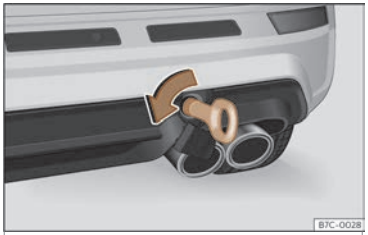

Fig. 44 No lado dereito do parachoques traseiro:argola de remolque roscada.
- Enrosque a argola de remolque na cavidade, xirándoa ao máximo **no sentido contrario ao das agullas do reloxo**››› **fig. 44** ››› ❗. Use un obxecto adecuado co que poida enroscar totalmente e con firmeza a argola de remolque na súa cavidade.